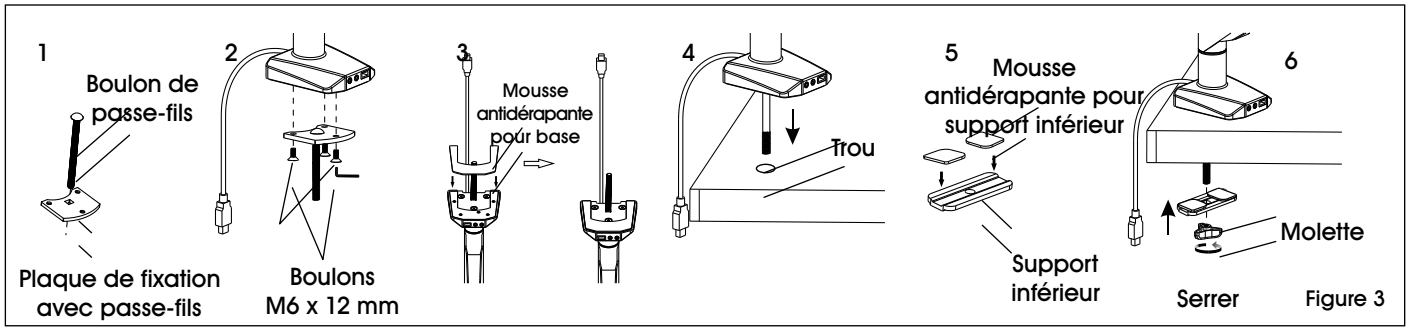

Figure 3
1. Insérez le boulon de passe-fils (6) à travers le centre de la plaque de fixation avec passe-fils (7); lamage vers le bas. (Voir Figure 3)
2. Fixez la plaque de fixation avec passe-fils (7) au bas de la base du bras de moniteur à l'aide de boulons M6 x 12 mm (C) et d'une clé Allen de 4 x 4 (F).
3. Appliquez de la mousse antidérapante pour base (5) sur le dessous de la base du bras de moniteur.
4. Insérez un boulon de passe-fils (6) dans le trou du bureau.
5. Appliquez de la mousse antidérapante pour support inférieur (8) sur le support inférieur (9).
6. Enfilez le boulon de passe-fils (6) à travers le support inférieur (9), puis fixez la molette (10) au bout du boulon. Serrez fermement la molette.